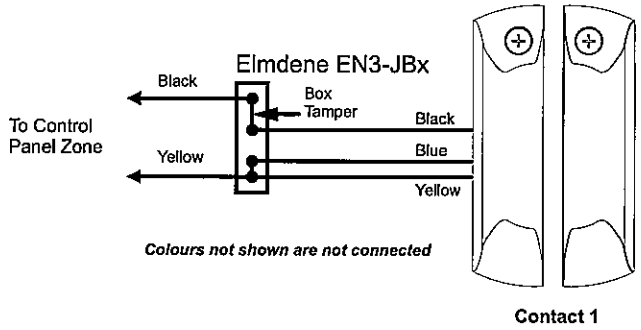

Figure 6
- Figure 6
- Fully supervised loop - Double leaf doors - Parallel mode connection — Figure 6